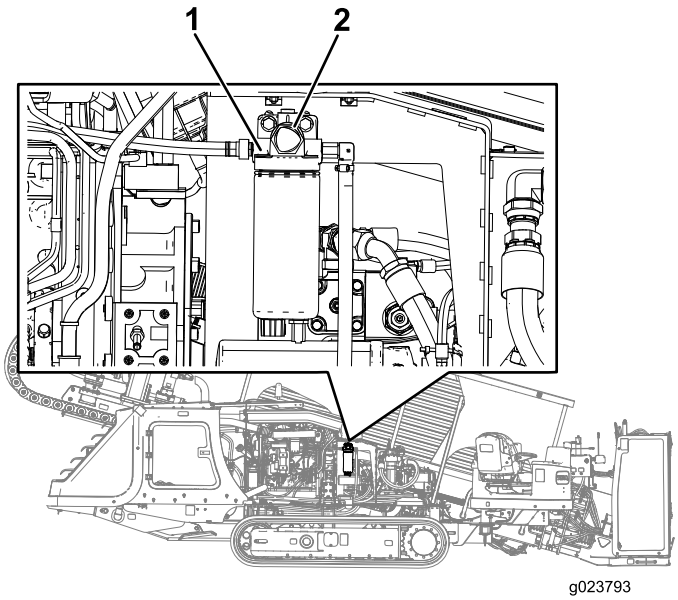

Rysunek 95
6. Znaleźć przycisk NAPEŁNIANIA na górze obsadki głównego filtra paliwa (Rysunek 95).
7. Naciskaj i zwalniaj przycisk NAPEŁNIANIA do momentu wyczucia, że przycisk NAPEŁNIANIA podczas naciskania stawia opór (Rysunek 95).
3. Ułóż suche szmatki pod głównym filtrem paliwa (Rysunek 95).
4. Poluzuj obejmy przewodów i odłącz główny filtr paliwa od przewodów paliwowych (Rysunek 95).
6. Nałóż przewody na łączniki w głównym filtrze paliwa i dociśnij obejmy przewodów (Rysunek 95).